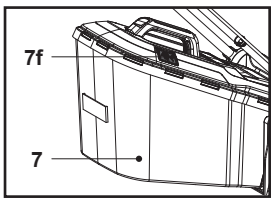

**Fig. 13**
2. Lorsque la trappe (7f) est fermée, le bac de ramassage (7) est plein et doit être vidé (Fig. 13).